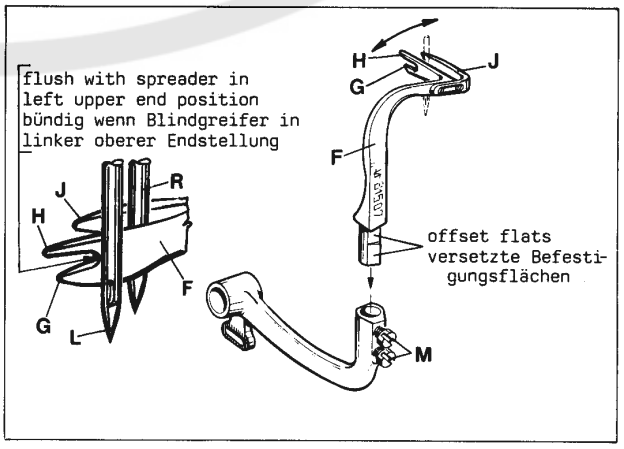
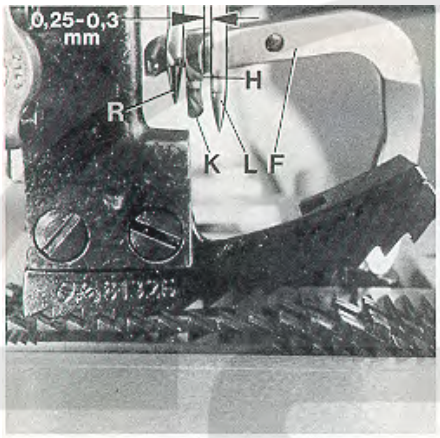

Fig.6
Fig.7
Before inserting a new spreader (F, Fig. 6) remove thread hook (J). This facilitates the visual check of the adjustment.
For adjustment of spreader (F, Figs. 6 and 7) with respect to the needles (L and R), the shank of spreader (F) has two offset flats.
First snug one screw (M, Fig. 6) on the flat of the spreader shank which obtains the following position of the spreader:
When rotating the handwheel in operating direction spreader (F, Fig. 7) should pass with the tip of its upper prong (H) in a distance of 0.25 to 0.3 mm (.010 to .012") behind the left needle (L) and its face (K) should not contact the front of the right needle (R). Now tighten the second screw (M, Fig. 6).
In the extreme left upper end position of spreader (F, Fig. 6), the bottom of the cutout between the two looper prongs (G and H) should be flush with the left side of the left needle (L).
Remount thread hook (J, Fig. 6) on spreader (F).
Bevor Sie einen neuen Blindgreifer (F, Fig. 6) einsetzen, entfernen Sie den Fadenhaken (J). Dies erleichtert die visuelle Prüfung der Einstellung.
Zum Einstellen des Blindgreifers (F, Fig. 6 und 7) in Bezug zu den Nadeln (L und R) hat der Schaft des Blindgreifers (F) zwei versetzte Befestigungsflächen.
Legen Sie zuerst eine Schraube (M, Fig. 6) auf der Fläche des Blindgreifers an, mit der Sie folgende Stellung des Blindgreifers erhalten:
Beim Drehen des Handrades in Nährichtung muß der Blindgreifer (F, Fig. 7) mit der Spitze seines oberen Zinkens (H) in einem Abstand von 0,25 bis 0,3 mm hinter der linken Nadel (L) vorbeigehen und darf mit seiner Stirnfläche (K) die Vorderseite der rechten Nadel (R) nicht berühren. Ziehen Sie nun die zweite Schraube (M, Fig. 6) an.
In der äußerst linken oberen Endstellung des Blindgreifers (F, Fig. 6) soll die tiefste Stelle des Einschnittes zwischen den beiden Greiferzinken (G und H) mit der linken Seite der linken Nadel (L) bündig sein.
Montieren Sie den Fadenhaken (J, Fig. 6) wieder an den Blindgreifer (F).